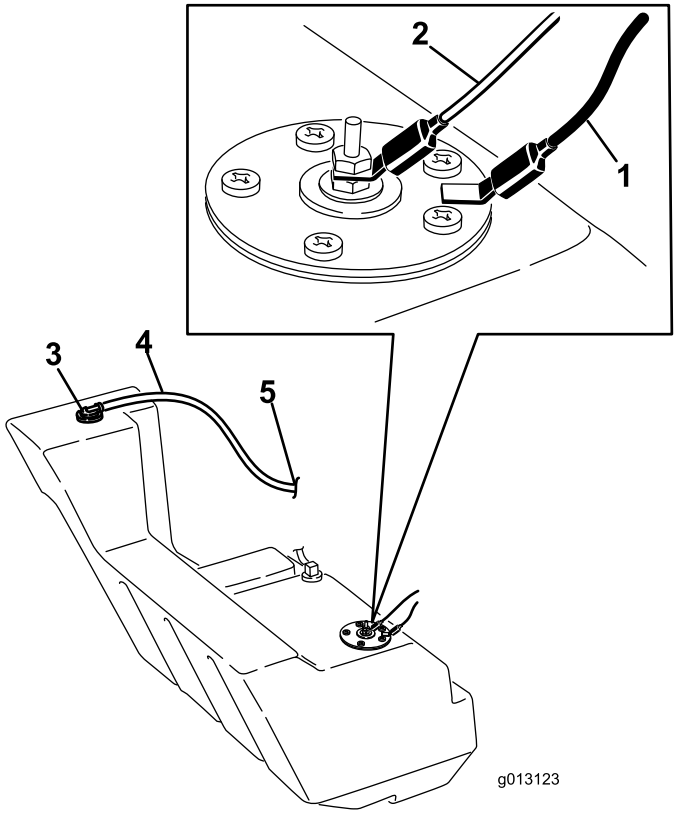

Figuur 62
11. Koppel de 2 draden los die naar de rechterzijde van de tank lopen (Figuur 62).
20. Sluit aan de rechterzijde van de tank de oranje draad aan op de middelste pool en de zwarte draad op de buitenste pool (Figuur 62).